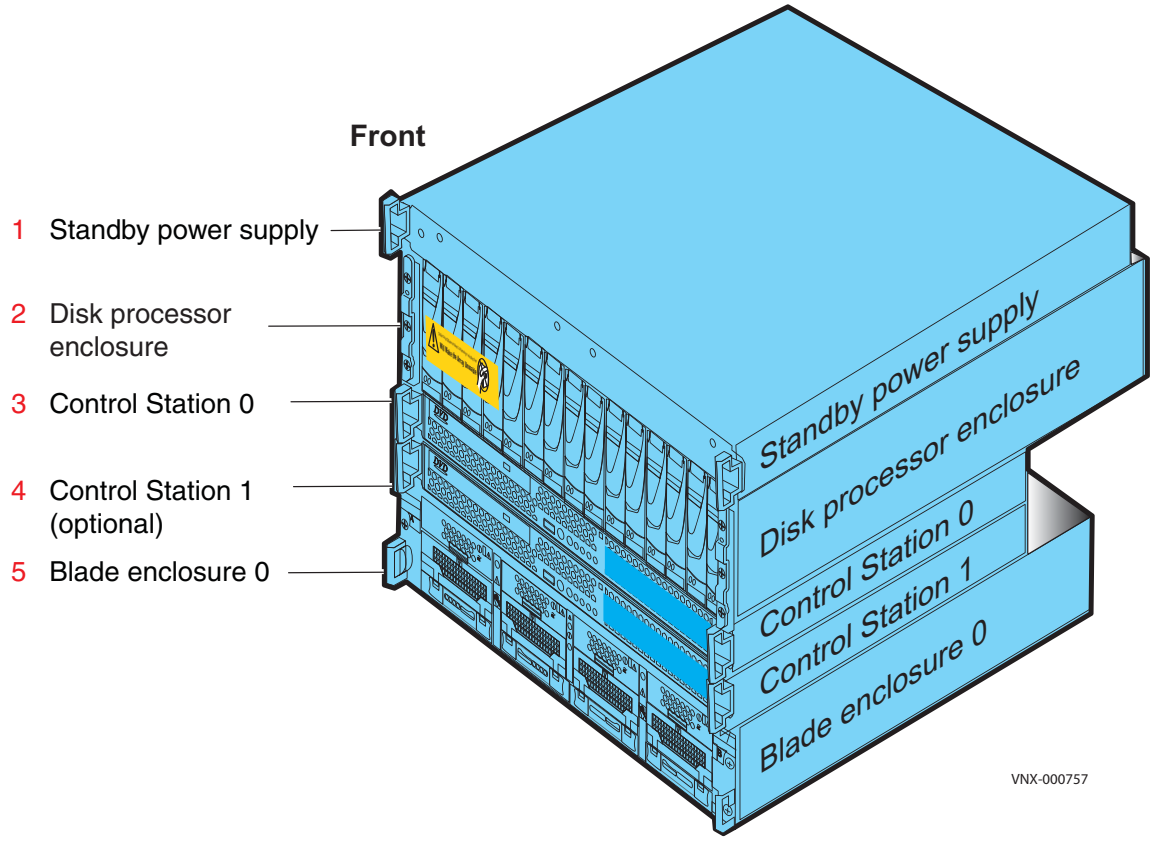

**Figure 2** Remove mini-rack contents
4. Starting from the top of the mini-rack, carefully slide the components out of the mini-rack and stack them in the reverse order of how they will be placed in your cabinet as shown in Figure 2. Be sure to place the first removed component on an antistatic floor or workbench pads.